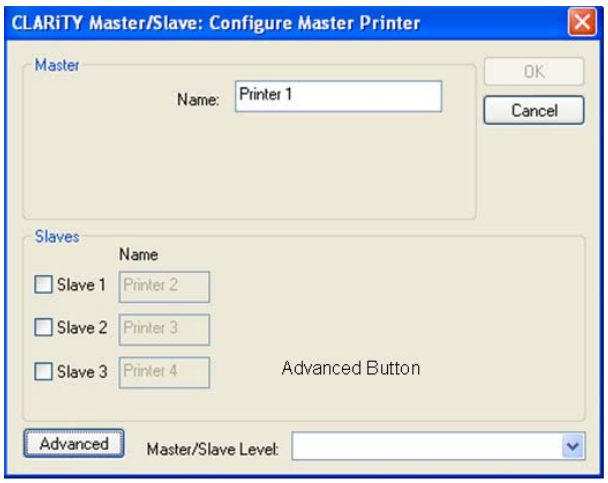

Figure 5-60: Configure Master Printer Dialog Box
4. The Configure Master printer dialog box appears (see Figure 5-60).